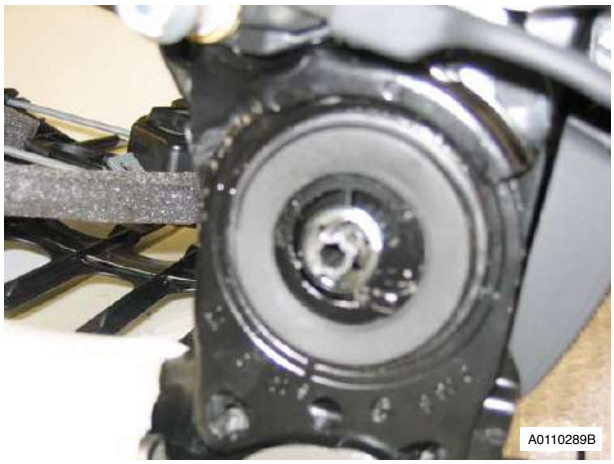

Figure 3
4. Remove clip from adjust rod and pull through to clear motor (see Figure 3).